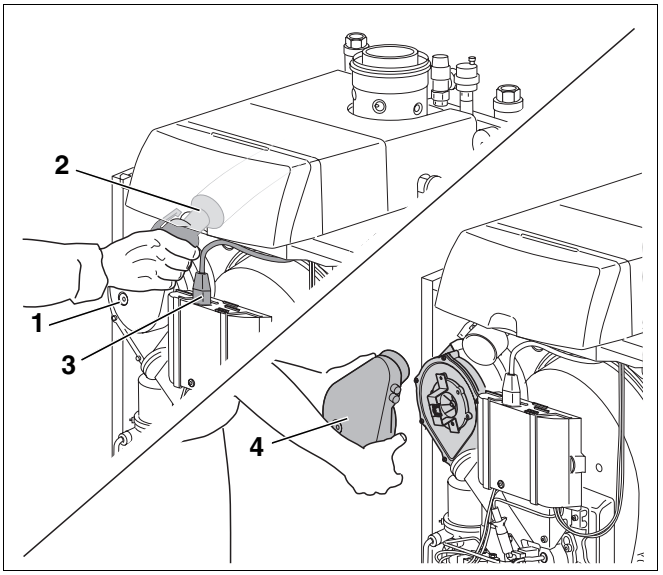

Bild 47 Verbrennungsluftanschluss abnehmen
- Netzstecker (Bild 47, **Pos. 3**) am SAFe abziehen.
- Venturirohr (Bild 47, **Pos. 2**) vom Verbrennungsluftanschluss demontieren.
- Absaugschlauch des Ölfilters vom Verbrennungsluftanschluss (Bild 47, **Pos. 4**) abziehen.
- Schraube (Bild 47, **Pos. 1**) am Verbrennungsluftanschluss lösen.
- Verbrennungsluftanschluss (Bild 47, **Pos. 4**) nach vorne abnehmen und auf Verschmutzung prüfen und gegebenenfalls reinigen.
- Verbrennungsluftanschluss (Bild 47, **Pos. 4**) wieder montieren.